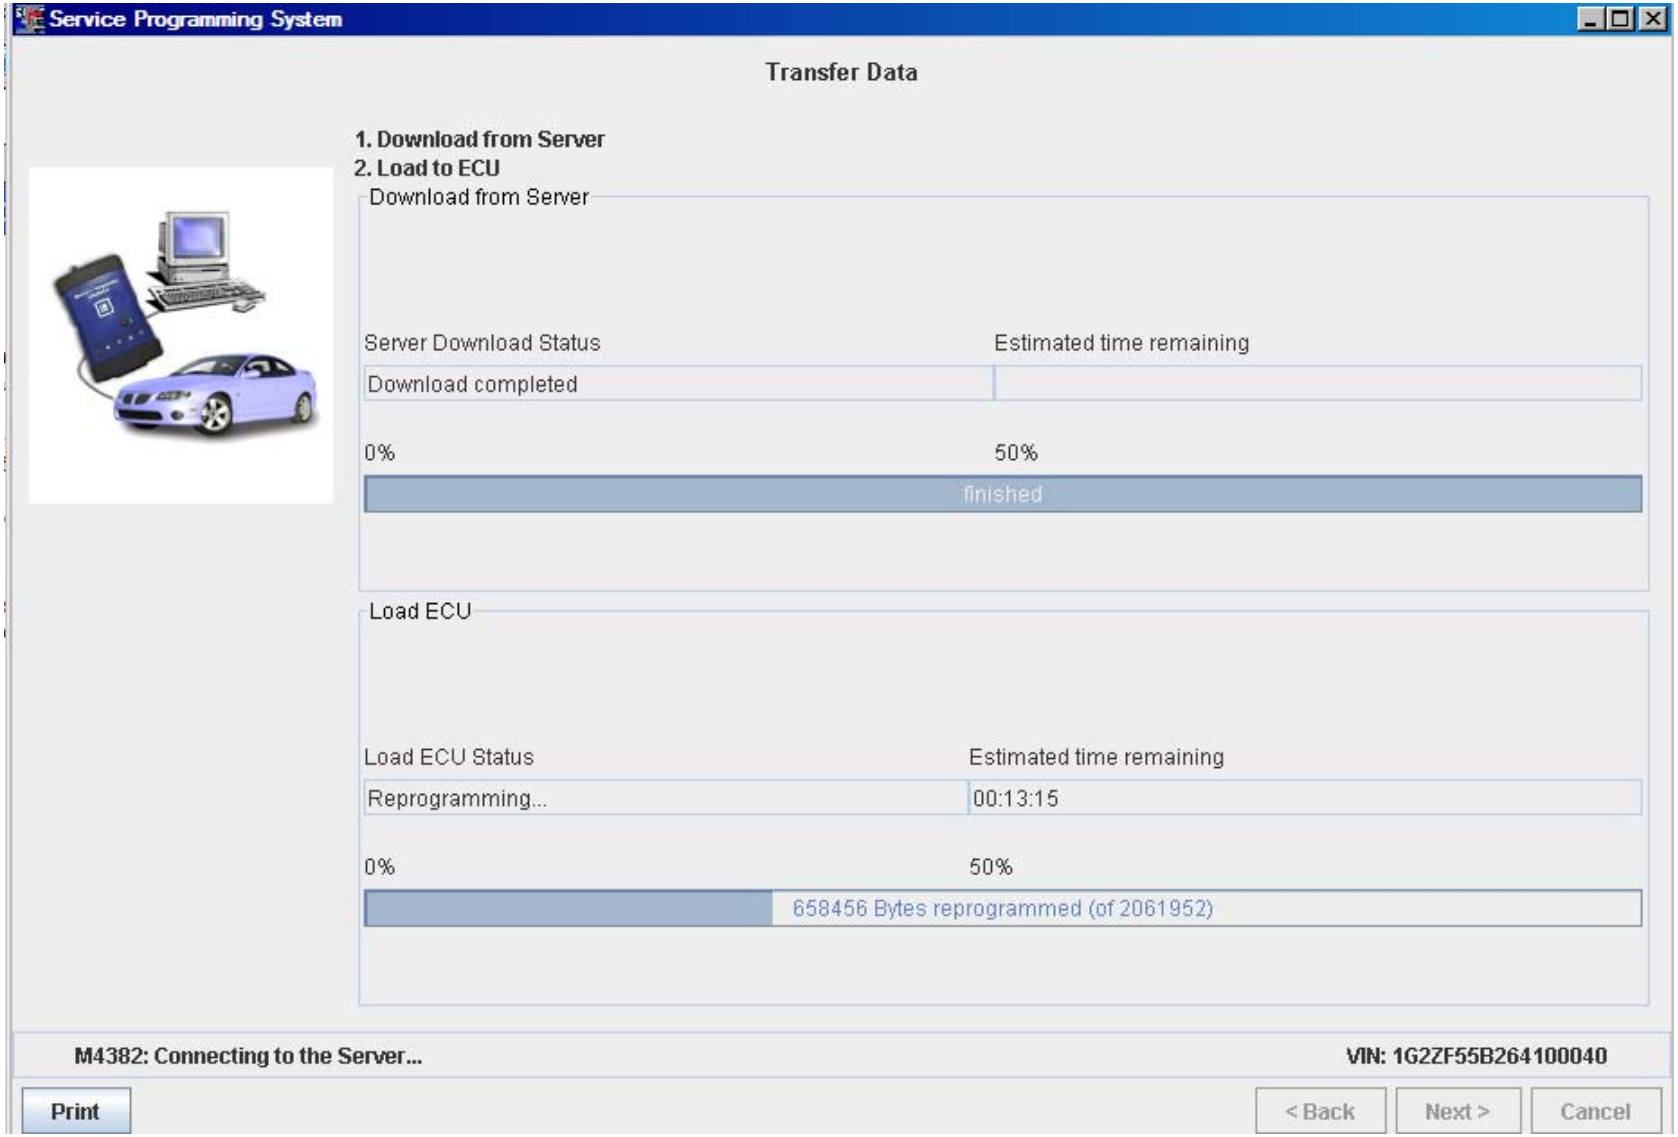

FIGURE IV-20.
9. The Program Controller “Programming Complete” screen appears (Figure IV-20).